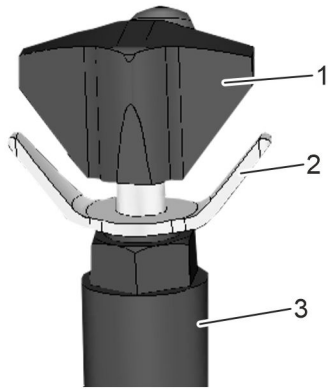

Rys. 17: Zawór regulacji ciśnienia
2. Zwolnij blokadę regulacji (Rys. 17/2). W tym celu przekręć ją przeciwnie do ruchu wskazówek zegara.
3. Obróć pokrętło (Rys. 17/1) przeciwnie do ruchu wskazówek zegara. Otwórz całkowicie.
Ustaw ciśnienie podczas suwu do przodu. W tym celu trzymaj wciśnięty biały przycisk i powoli obracaj pokrętło (Rys. 17/1) zgodnie z ruchem wskazówek zegara. Obserwuj wskaźnik ciśnienia.